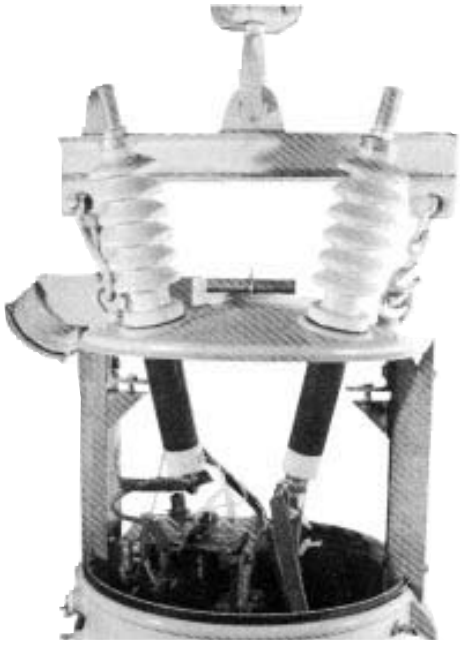

Figure 1-7.
5. Attach sling or hooks with spreader bar (Figure 1-7) to lifting eyes and raise the cover, with the attached core-and-coil assembly, until the top of the coil is approximately one inch under oil. The control cabinet should be guided to avoid snagging during lifting.